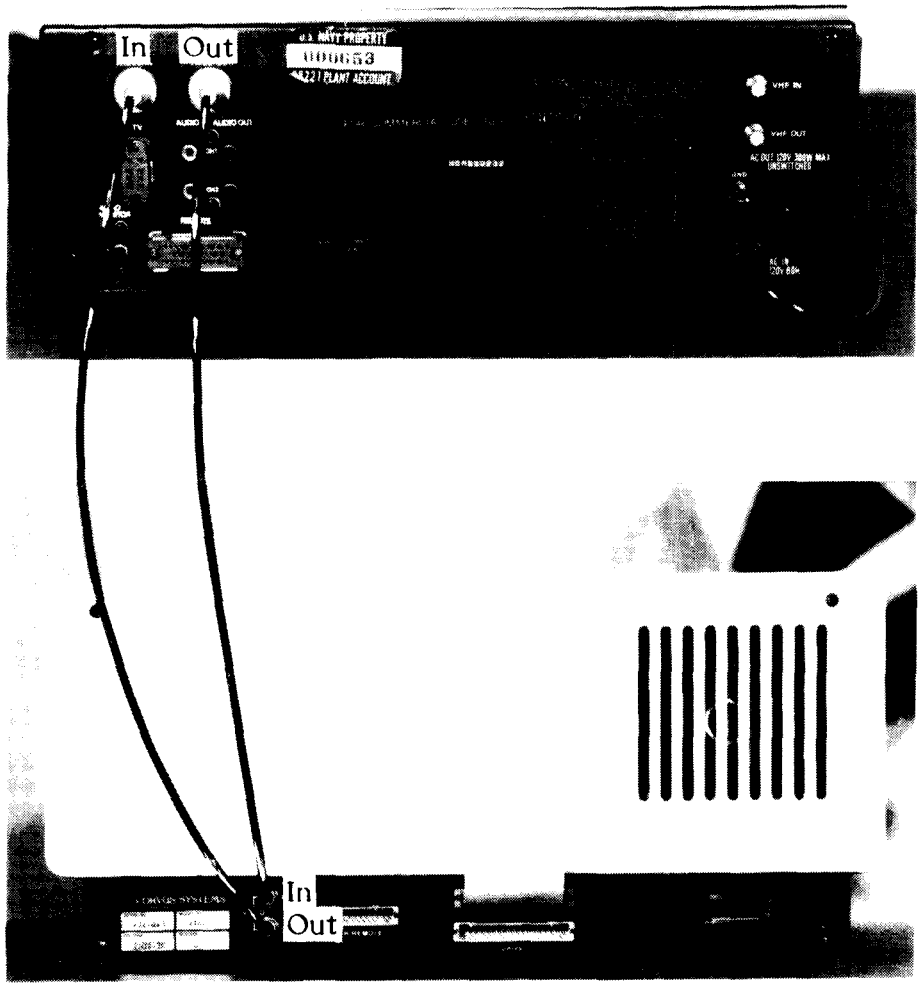

Figure 17. Correct connection of video recorder to Corvus disk drive.
a. Connect Panasonic video recorder to disk drive (see Figure 17):
(1) Connect one video cable from output slot of recorder to input slot on disk drive.
(2) Connect the other video cable from the input slot of the recorder to the output slot of the disk drive.